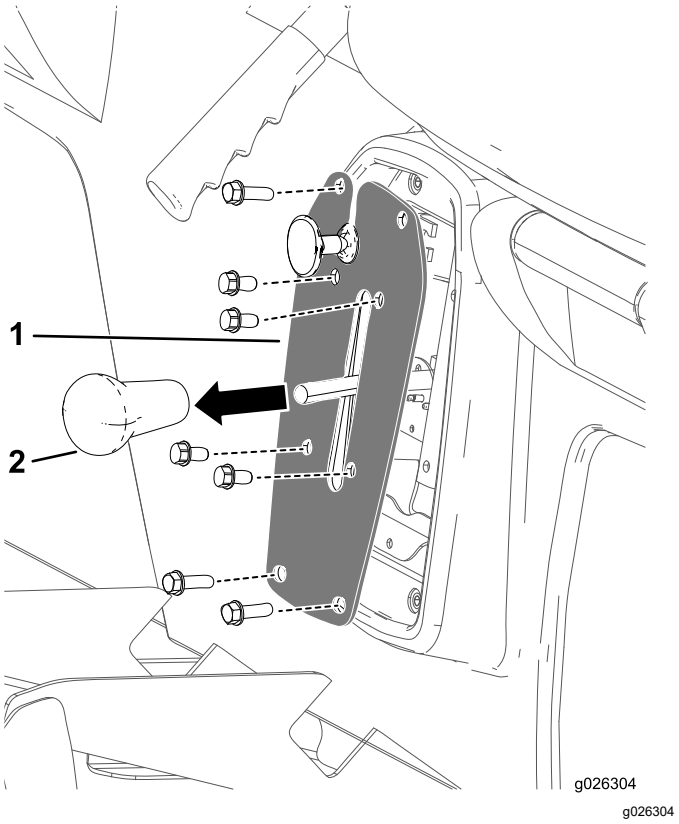

Figur 42
1. Fjern knotten fra girspaken (Figur 42).
2. Fjern de fire boltene som fester girspakplaten til girspakbraketten (Figur 42).
3. Fjern de fire boltene som fester girspakplaten til setebasen, og fjern girspakplaten (Figur 42).
4. Skru på knotten fra girspaken og trekk til for hånd (Figur 42).